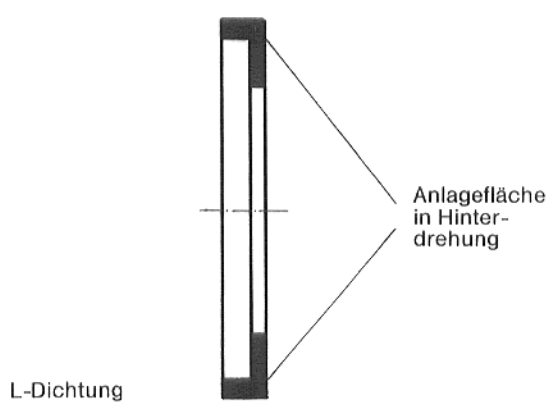

Abb. 2
5. L-Dichtring in Hinterdrehung der Muffe einsetzen (PLanseite innen) (Abb. 2).